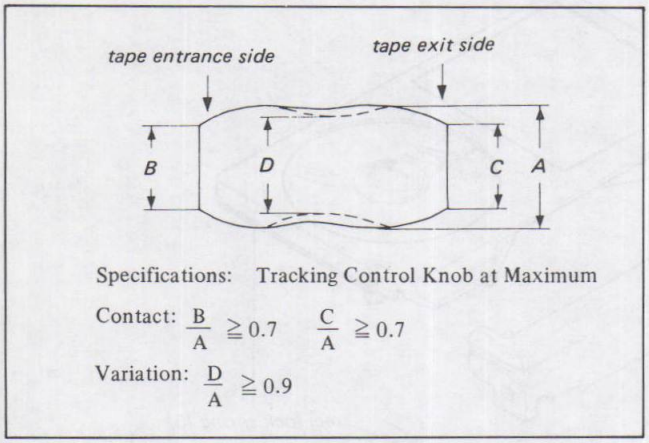

Fig. 4-2.
5) Confirm that the RF output waveform is flat, with maximum amplitude. (The waveform should increase and decrease, remaining flat, when the tracking control knob is turned back and forth.) Also, when the waveform is maximum, confirm that the RF output waveform variation and contact satisfy the specifications shown in Fig. 4-2. If they do not, follow the instructions in 6).